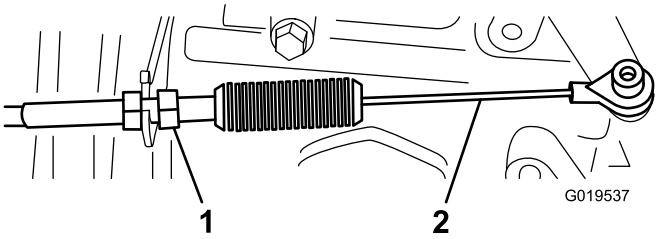
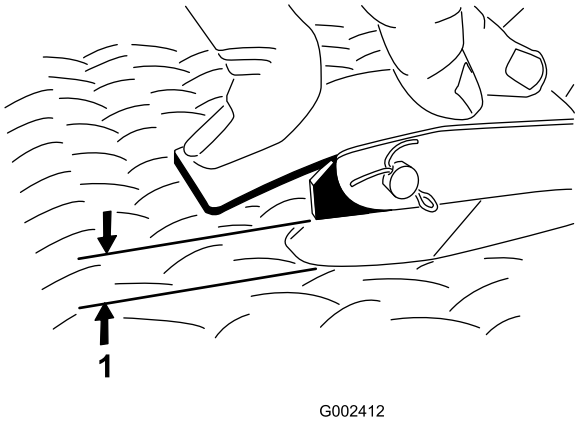

Figuur 67
Figuur 68
2. Stel de kogelverbinding op de gaskabel (Figuur 67) zo af dat er 2,54 tot 6,35 mm ruimte is tussen het gaspedaal en het ruitprofiel van de vloerplaat (Figuur 68), wanneer er een druk van 11,3 kg wordt uitgeoefend op het midden van het pedaal. Draai de borgmoer aan.